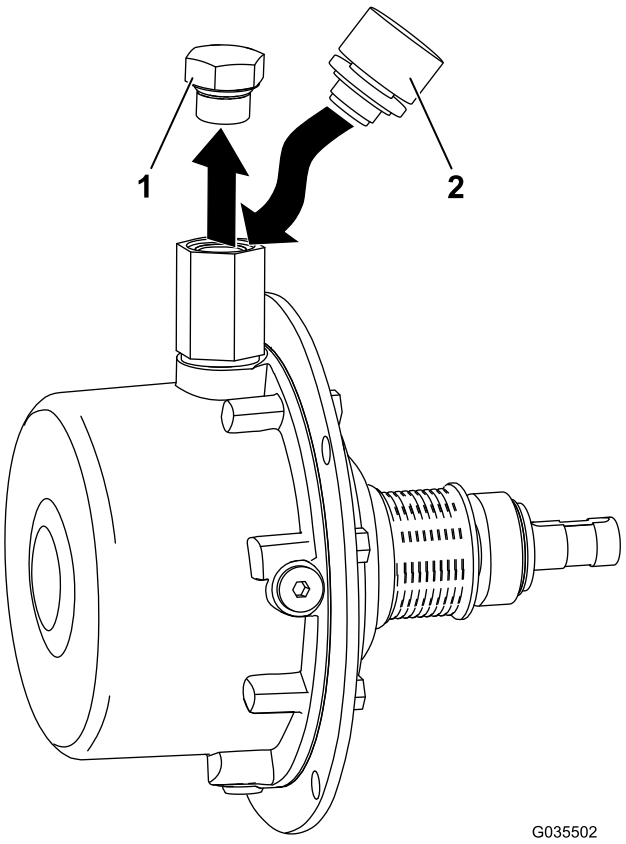

**Bild 1**
2. Nehmen Sie die Blende vom Entlüfteradapter ab (Bild 1).
3. Bringen Sie den Entlüfter am Entlüfteradapter an (Bild 1).